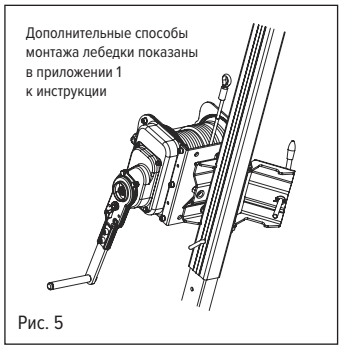

Рис. 5
2. Закрепите устройство на опоре трипода. Блокирующий штифт держателя необходимо закрепить в стопорном отверстии, которое находится на наружной части опоры (рис. 5).